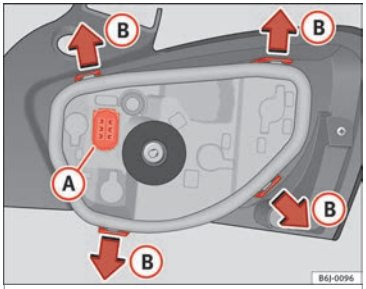

Fig. 196 Changing the tail light bulbs
– Remove the bulb holder, separating it from the casing. To do this, press tabs (B) in the direction of the arrows ››› **Fig. 196**.